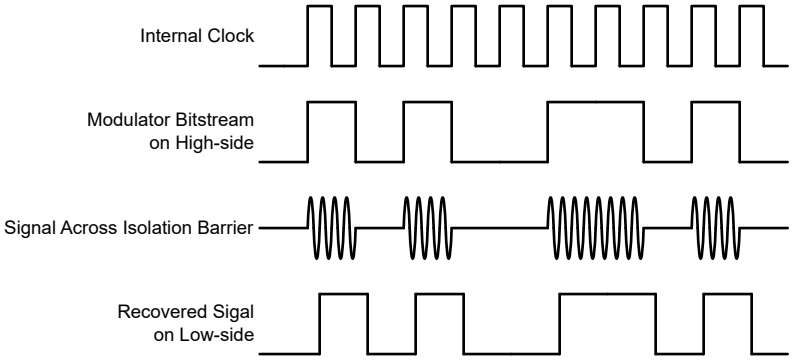

图 7-1. 基于 OOK 的调制方案
如图 7-1 中所示，AMC0x30R 使用开关键控 (OOK) 调制方案跨过基于 SiO_2 的隔离栅传输调制器输出位流。发送驱动器 (TX) 如 *功能方框图* 中所示。TX 跨过隔离栅发送一个内部生成的高频载波来表示数字一。而 TX 不发送信号则表示数字零。AMC0x30R 内使用的载波标称频率为 480MHz。